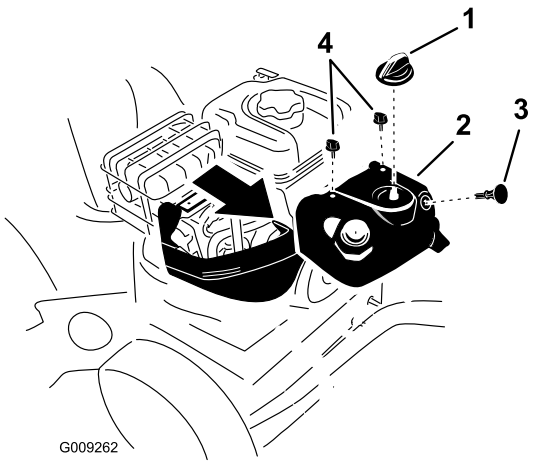

Figur 33
Merk: For å få tilgang til tennpluggen, må du først fjerne øvre snøpanser (Figur 33).
1. Ta ut chokeknotten og tenningsnøkkelen (Figur 33).
2. Fjern de to skruene som fester øvre snøpanser til maskinen (Figur 33).